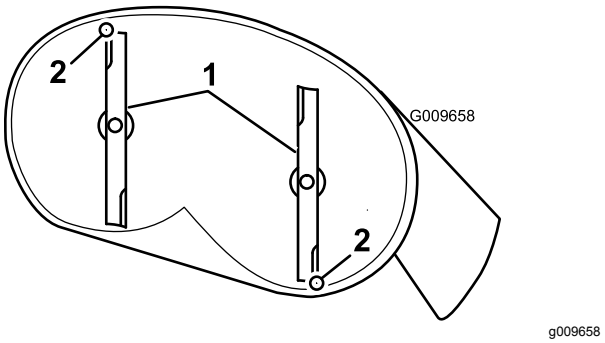

Figur 62
4. Rotera knivarna försiktigt så att de är riktade framåt-bakåt (Figur 62 och Figur 63).
5. Mät från den främre knivens spets till den plana ytan, och från den bakre knivens spets till den plana ytan (Figur 62).
7. Kontrollera den främre-bakre knivlutningen igen efter justeringen. Fortsätta att justera muttern tills den främre knivens spets befinner sig 1,6–7,9 mm lägre än den bakre knivens spets (Figur 62).